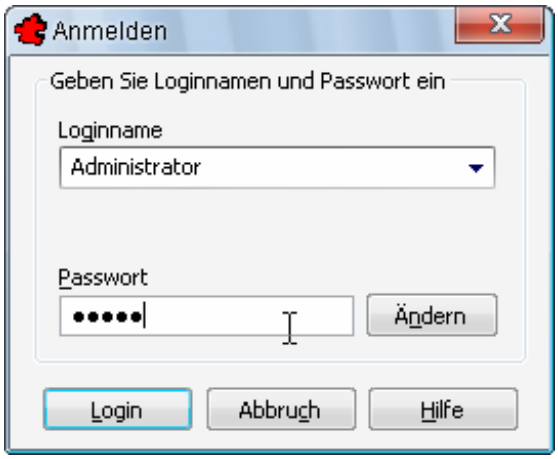

Bild 2.5 – Anmeldename aus Combobox ausgewählt
- Über die Combobox-Auswahl kann der Anwender selektiert werden. Die manuelle Anwendung ist überwiegend für MERViSOFT-Supportmitarbeiter oder Systemadministratoren von Interesse, um sich z.B. als Superadministrator anzumelden. Dieser wird nicht in der Auswahl angezeigt (Abb. 2.5).